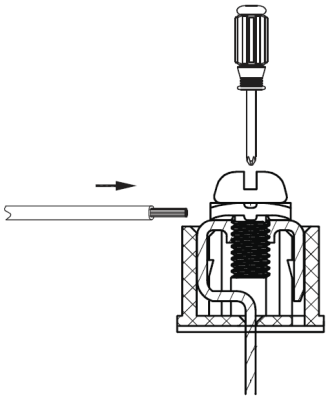

Fig. 24 —Connecting Communication Wire to Outdoor Unit Communication Terminal
3. Use a suitable screwdriver to attach the communication wire on the outdoor unit communication terminal as shown in Fig. 24.